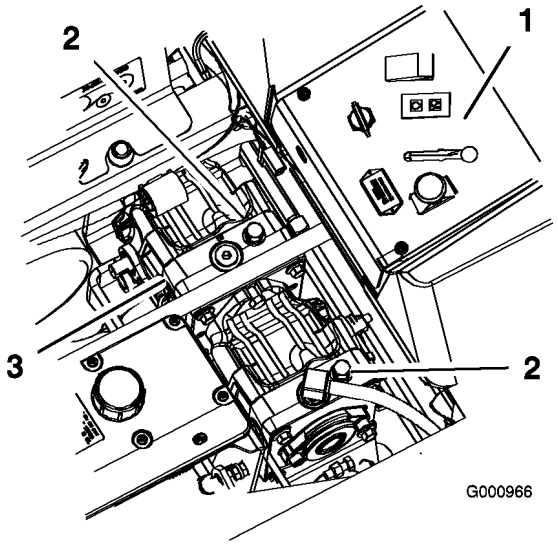

Figur 28
2. Drej omløbsventilerne en omgang mod uret for at skubbe. Derved får hydraulikvæsken mulighed for at løbe uden om pumpen, hvilket gør hjulene i stand til at dreje (Figur 28).
Drej omløbsventilerne en omgang med uret for at betjene maskinen (Figur 28).